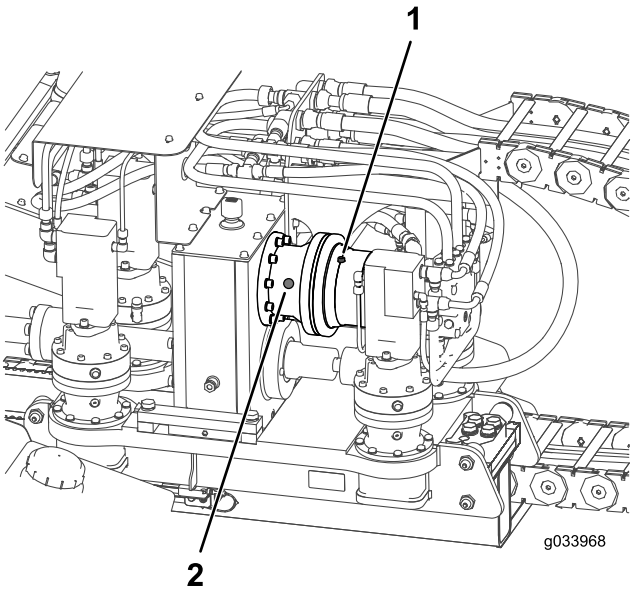

Rysunek 101
2. Sprawdź poziom oleju na wzierniku przekładni planetarnej napędu obrotowego (Rysunek 101).
3. Wykręć korek otworu kontrolnego poziomu oleju, jeżeli poziom oleju jest niski (Rysunek 101).